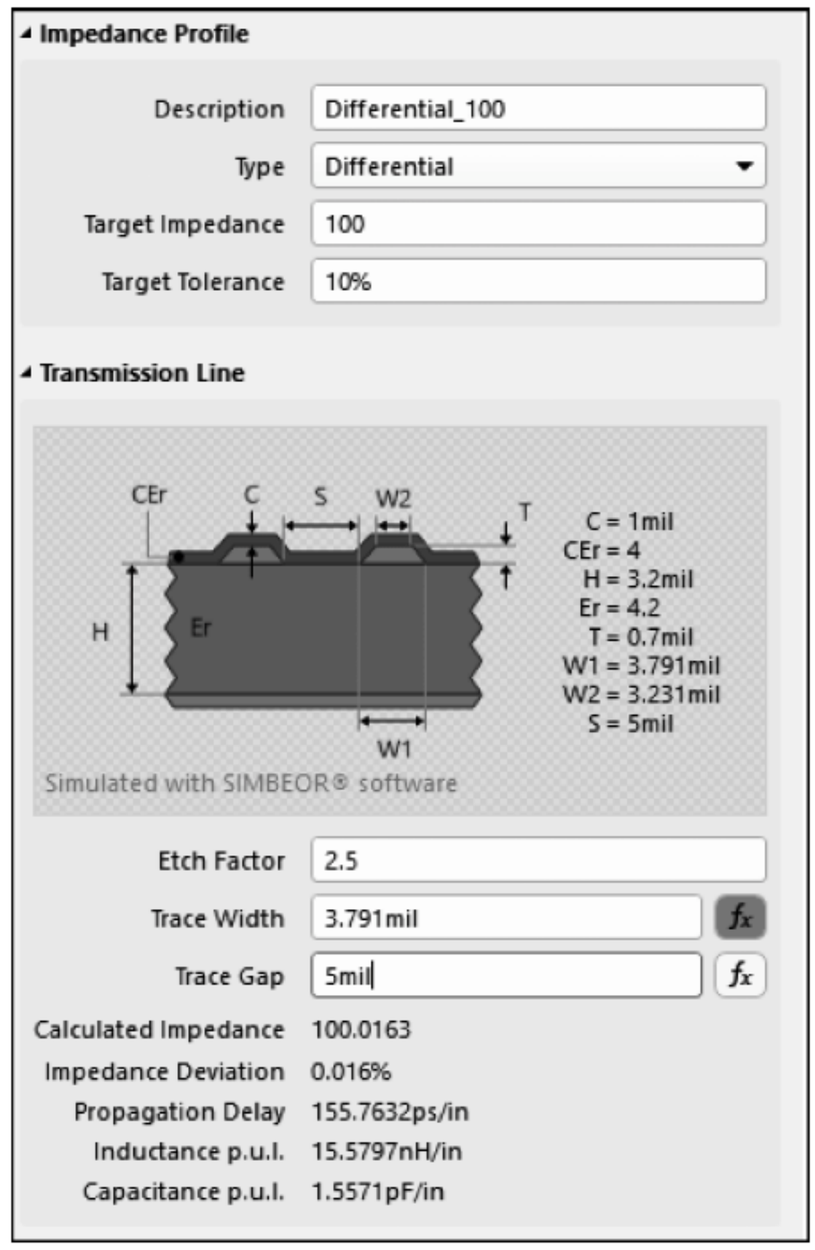

图 3-38　TOP 层 100Ω 走线阻抗
① 单击按钮 ✦ ,创建新的配置文件,命名为 Differential_100,同时调整各信号层的参考平面。
② 选择 TOP 层,在 Impedance Profile 选项组中设置相关参数,可得如图 3-38 所示的结果。